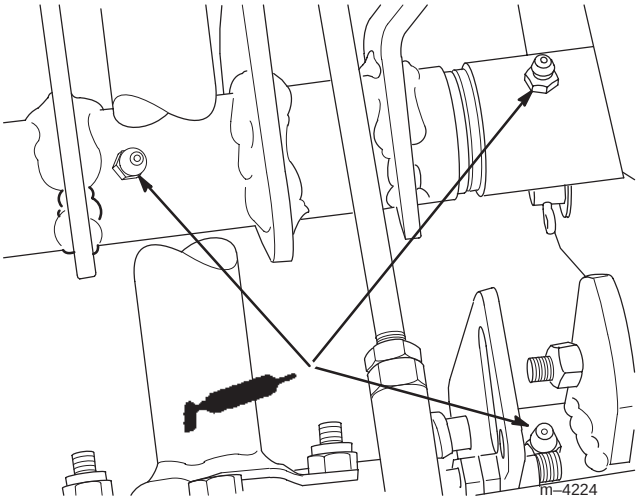

Bild 33
4. Fetten Sie die drei Schmiernippel ein (Bild 33).